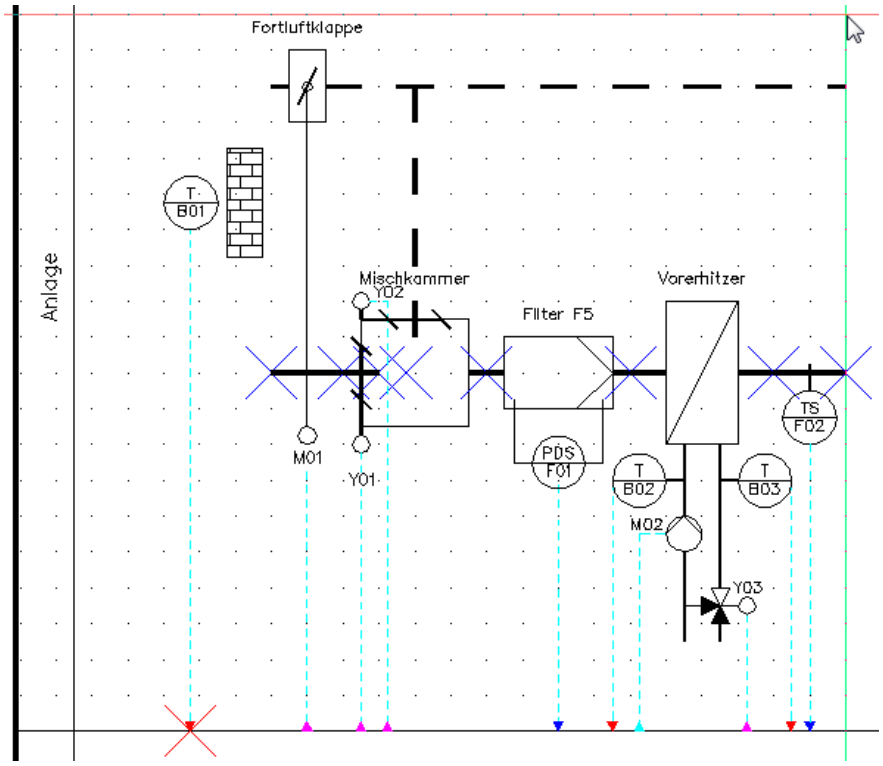

Bild 28.22 – Blockerstellung: Wahl von Einfüge- und Endpunkt
- Klicken Sie einen Eckpunkt der Anordnung an, beispielsweise die I/O-Linie des Außentemperaturfühlers. So können Sie den Block beim Einfügen leicht an den Linien des Zeichnungsrahmens ausrichten. Nach Anklicken wird ein rotes *X* angezeigt (Abb. 28.22).
- Nächster Schritt ist die Eingabe des Endpunktes. Wählen Sie den Punkt, der die Teilanlage von rechts oben gerade einschließt (Abb. 28.22).